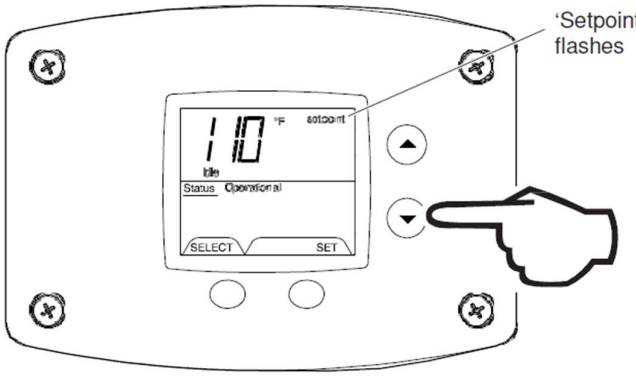

Fig. 25
2. ‘Setpoint’ indicator begins flashing in the display after pressing ‘Temperature Down’ button (Fig. 25).